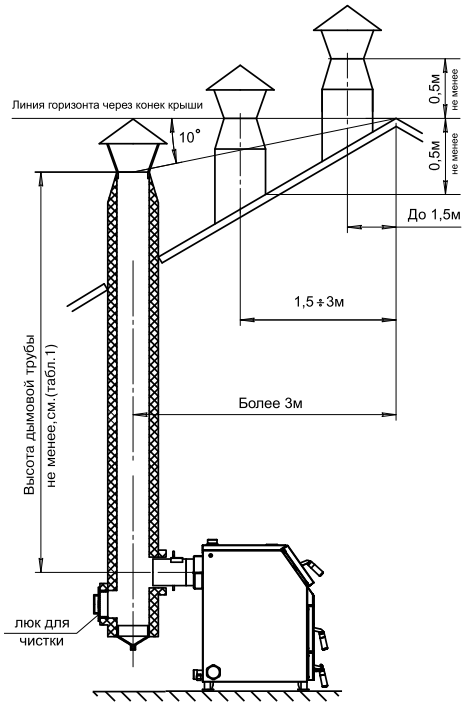

Рис.6 Варианты установки дымовой трубы
6.8. Установка котла и монтаж дымовой трубы должны проводиться в соответствие со СНИП 41-01-2003 как показано на рис. 6.